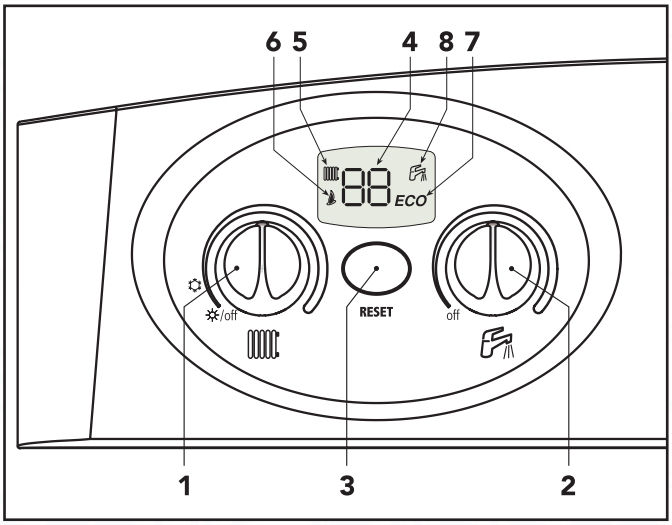

Fig. 1
During normal operation, the boiler diagnostics display the running information or boiler status on the control panel (Fig.1).see below.
Turn the knobs (ref. 1 and 2 Fig. 1) onto minimum.
To set the system delivery temperature, turn the knob (ref. 1 - Fig. 1).
To set the tap water temperature, turn the knob (ref. 2 - Fig. 1).